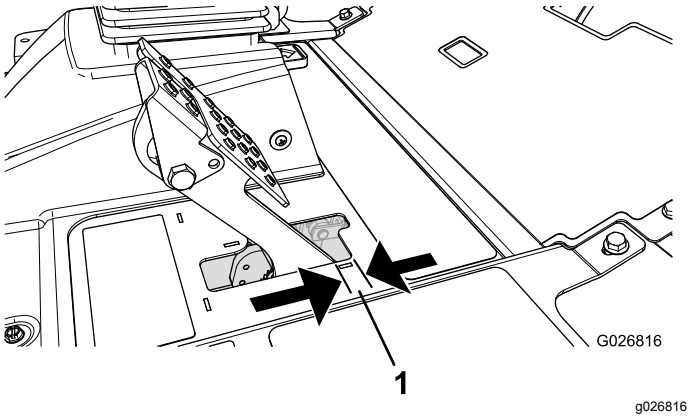

**Figur 65**
Justera bromsarna om bromspedalen har mer än 2,5 cm fritt spel (Figur 65) eller om större fasthållningskraft krävs. Det fria spelet är det avstånd bromspedalen förflyttar sig innan bromsmotståndet känns av.
2. Dra åt den bakre muttern så att kabeln förs bakåt tills bromspedalerna har ett spel (Figur 65) på 0,63–1,27 cm innan hjulen låses.